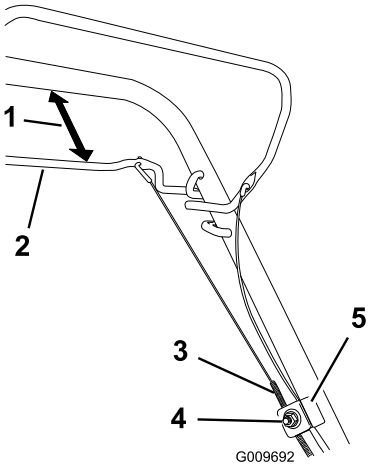

Figur 25
1. Lossa muttern som håller fast kabeln (Figur 25).
2. Håll självdrivningsstången 25 till 38 mm från handtaget (Figur 25).
3. Dra nedåt (mot klipparen) tills kabeln är sträckt (Figur 25).